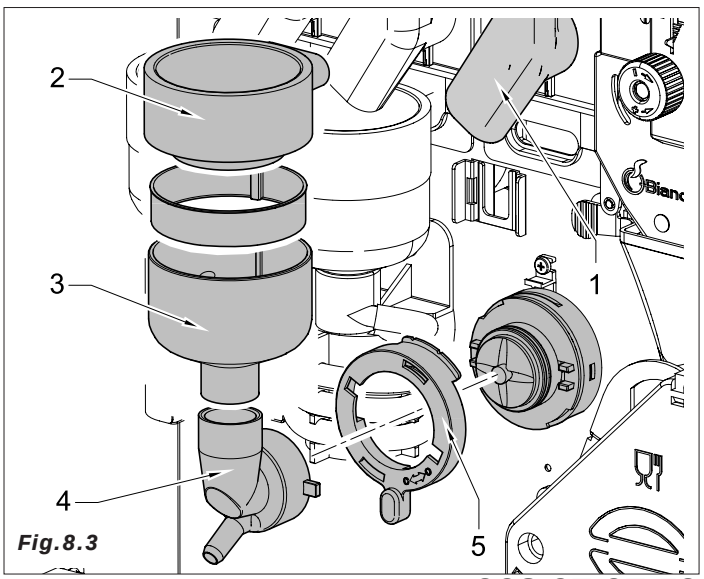

Fig.8.3
– embudos y cierre magnético de contenedores de producto *(Fig.8.3-pos.**1**)*